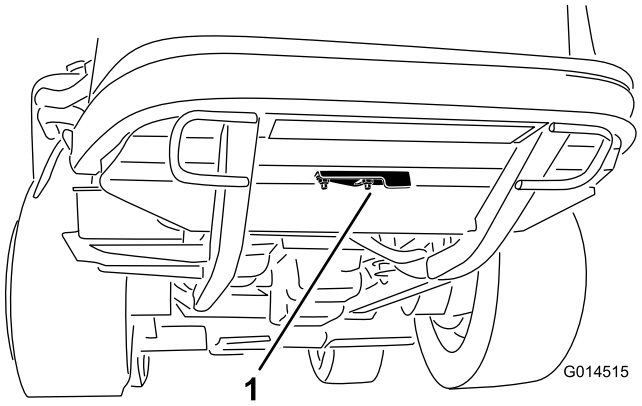

**Figur 54**
2. Løsn flangemøtrikken, der fastgør renseklappen på undersiden af bagrammen (Figur 54). Drej klappen til side for at få adgang til rensehullet i rammen.